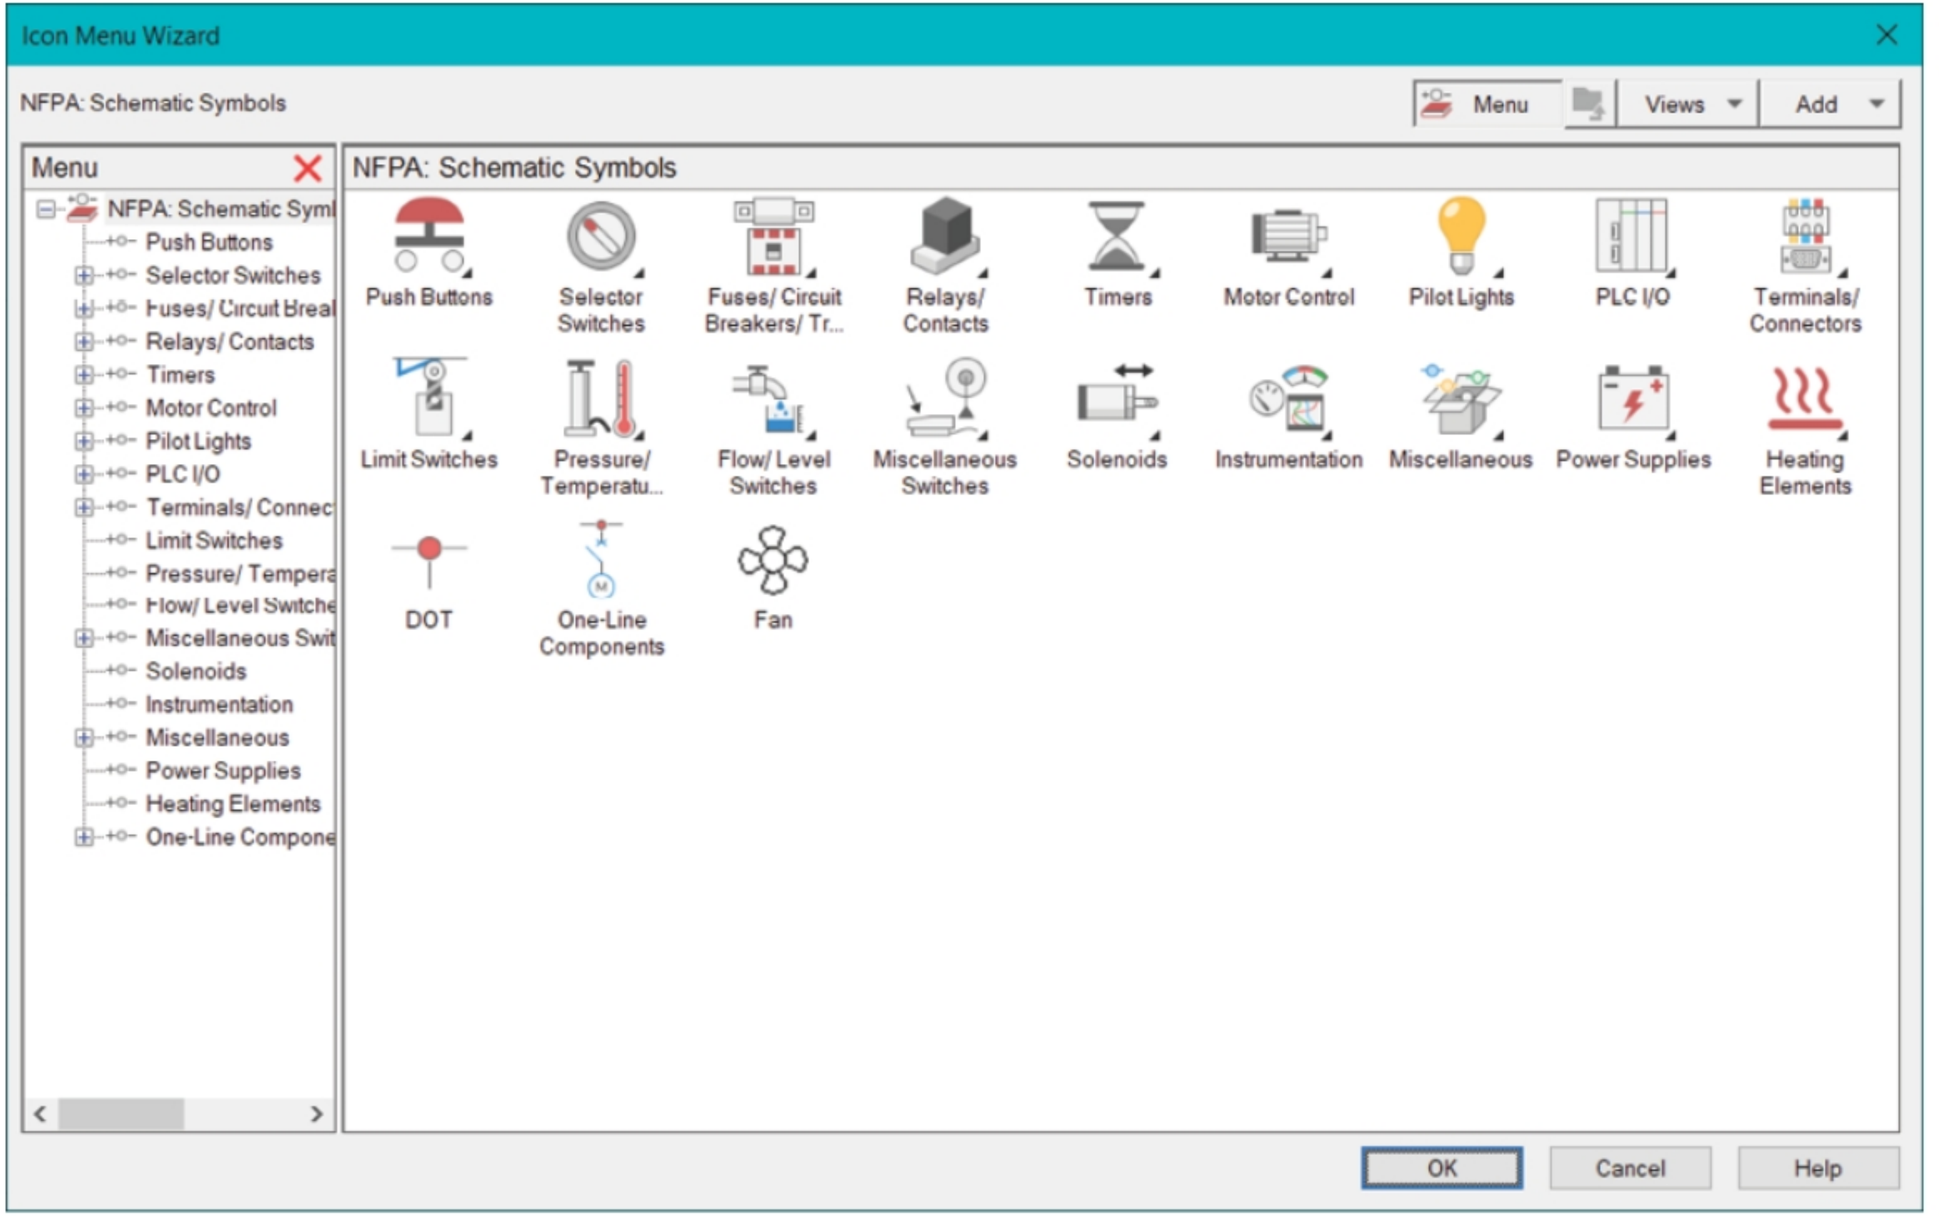

Figure-65. Icon added
- Click on the **OK** button from the **Add Icon - Component** dialog box. The icon will be added in the **Icon Menu Wizard** dialog box; refer to Figure-65.